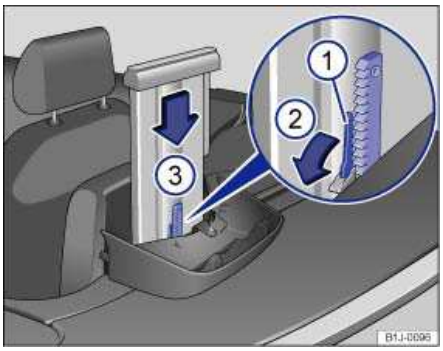

Fig. 174 Deployed rollover protection support behind the rear seat backrest.
- Push the release lever ⇒fig. 174 (1) in the direction of the arrow (2) and hold it in this position.
- Then, push down the top part of the rollover support down about 11.8 inches (30 cm) (3) and let go of the release lever (1).